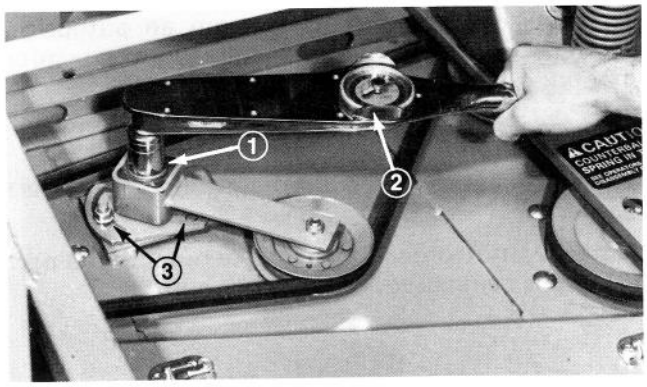

Figure 27
3. Loosen two nuts securing idler plate in place (Fig. 27). Using a socket and torque wrench, tighten the idler adjusting nut (Fig. 27) until proper torque value is achieved.
4. Hold the torque against the belt and tighten the two nuts so idler plate is held securely in place (Fig. 27). Release the idler adjusting nut, install cover, and secure latches.
4. Loosen two nuts securing idler plate in place (Fig. 27) and remove old belt from pulleys.